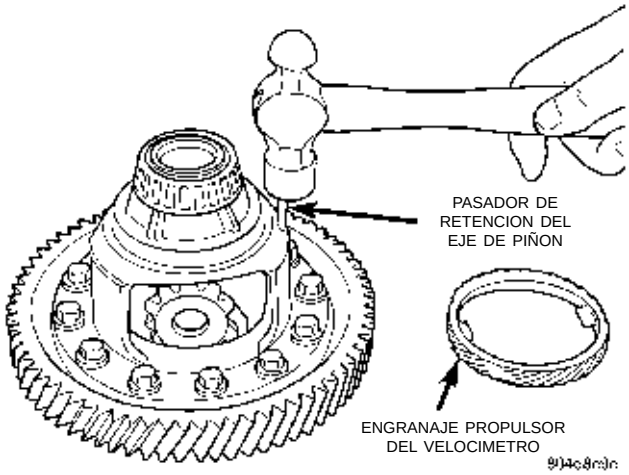

Fig. 113 Instalación del pasador de retención
(1) Ensamble los engranajes laterales, piñones laterales y piñones satélite con las arandelas de empuje del diferencial
(2) Instale el pasador de retención del eje de piñón (Fig. 113).